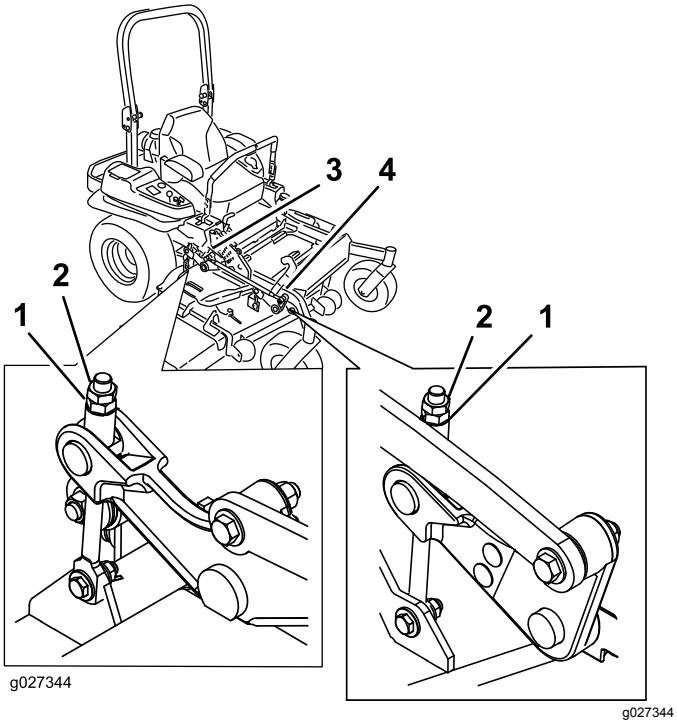

Figuur 97
10. U kunt de stelmoer op de hefinrichting van het voorste maaidek draaien om deze nog nauwkeuriger in te stellen (Figuur 97).